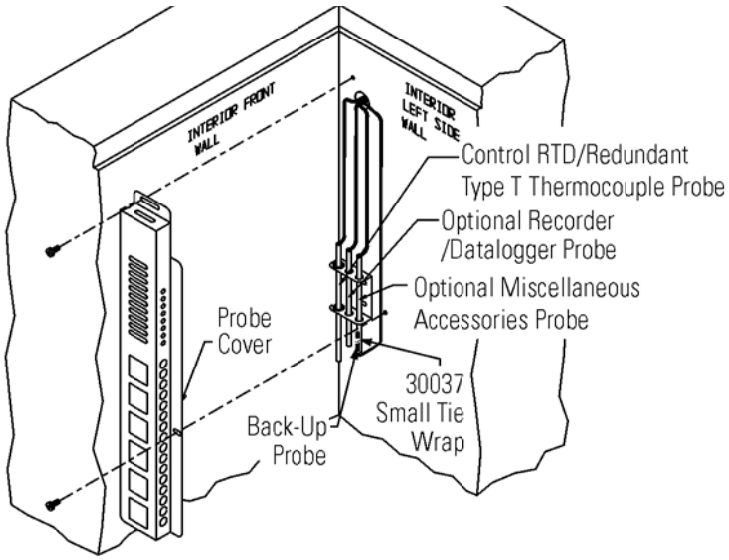

**Figure 6-5.** Probe location
4. Open the freezer lid and locate the probe cover on the upper front left wall. Remove the two Phillips head screws securing the probe cover (see Figure 6-5).
5. Route the BUS probe through the probe port, approximately 12”. Secure the back-up probe to the temperature probe using a small tie wrap (Figure 6-5).
7. Reinstall the probe cover (Figure 6-5).